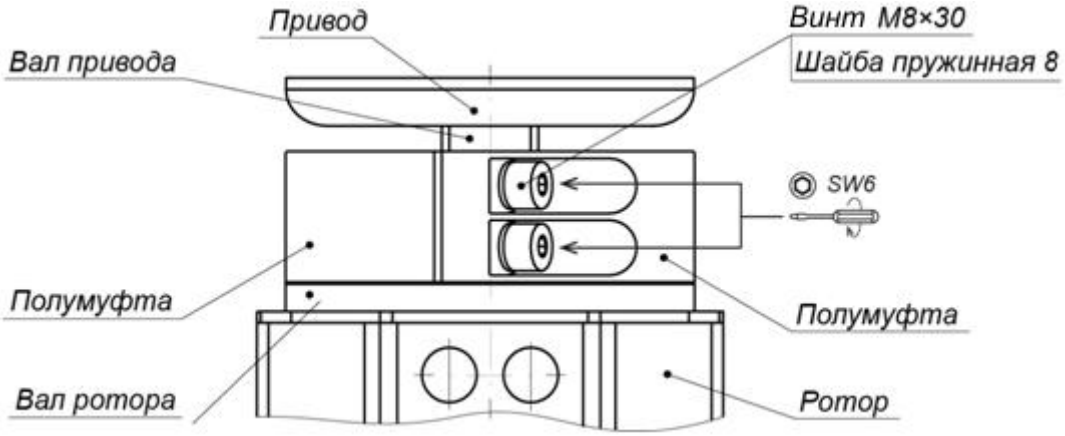

Рисунок 18. Муфтовое соединение вала привода исполнительного механизма с валом ротора
- Соедините верхний вал ротора с валом привода исполнительного механизма двумя полумуфтами и четырьмя винтами М8×30 с пружинными шайбами (ключ SW6) (см. рис. 18). Будьте осторожны, полумуфты имеют большой вес, не допускайте их падения во избежание травм!
2. Снимите полумуфты (см. рис. 18), отвернув 4 винта М8 муфтового соединения (4). Будьте осторожны! Удерживайте ротор и полумуфты от падения.